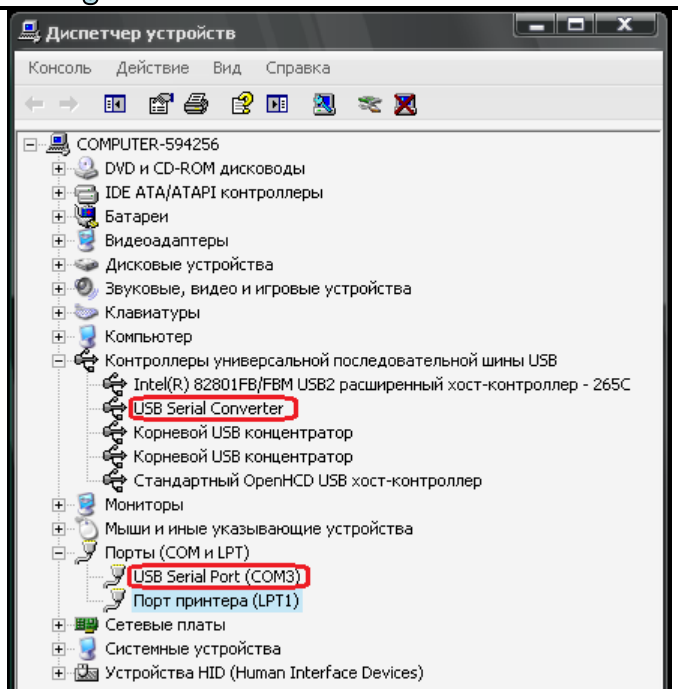

Рис.9
*Примечание: В случае наличия в списке доступных портов нескольких вариантов необходимо в программе **"Диспетчер устройств"** открыть пункт **"Порты (COM и LPT)"**, найти запись, аналогичную приведённой на рис.9,10 в зависимости от типа применяемого адаптера. Номер COM-порта находится в скобках после слова **"COM"**.*